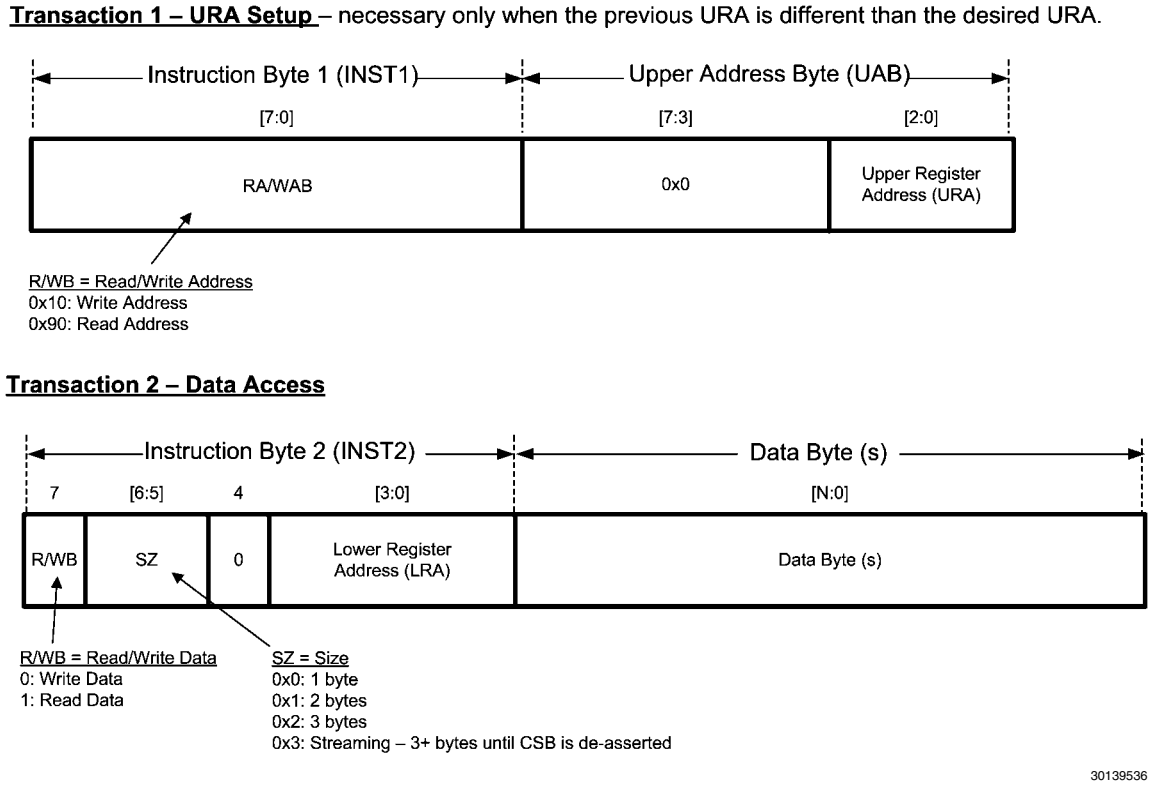

FIGURE 17. Register Read/Write Protocol
Figure 17 shows the protocol how to write to or read from a register.
To stream, write 0x3 to INST2's SZ bits as seen in *Figure 17*. To select the stream type, program the SPI_STREAMCN: STRM_TYPE bit. The STRM_RANGE can also be programmed in the same register.
8. Follow the register read/write protocol (*Figure 17*) to capture ADC_DOUT from CH
Using the register read/write protocol shown in *Figure 17*, the following example shows how to write three data bytes starting at register address (ADDR) 0x1F. CSB should pulse between each transaction, and after the last byte has been written to ADDR 0x21, deassert CSB to end the register-write.